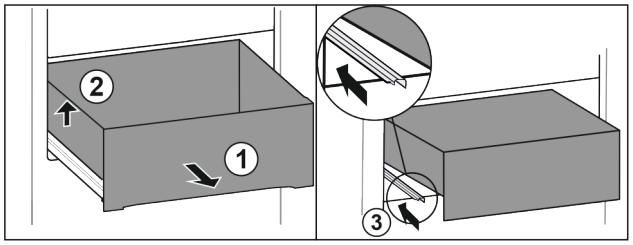

Fig. 113
▶ Scoateți sertarul până la opritor. *Fig. 113 (1)*
▶ Ridicați sertarul din stânga. *Fig. 113 (2)*
▶ Inserați șina din stânga. *Fig. 113 (3)*